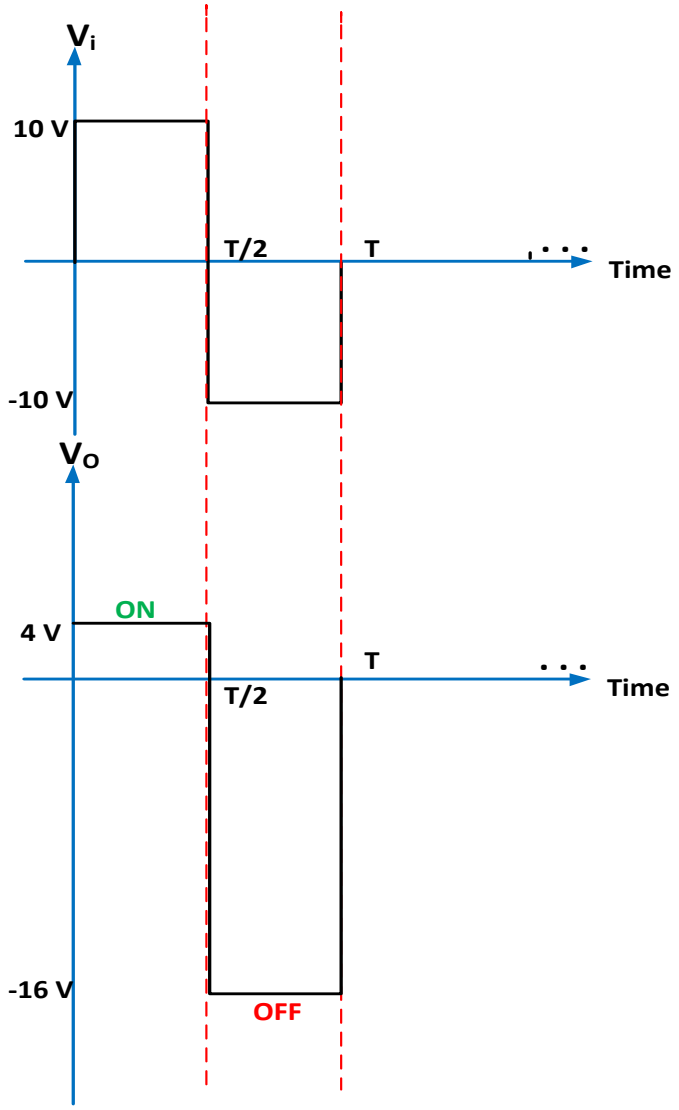

Figure-4.2
i) Make the following observations of the output wave shapes shown in Figure- 4.2.